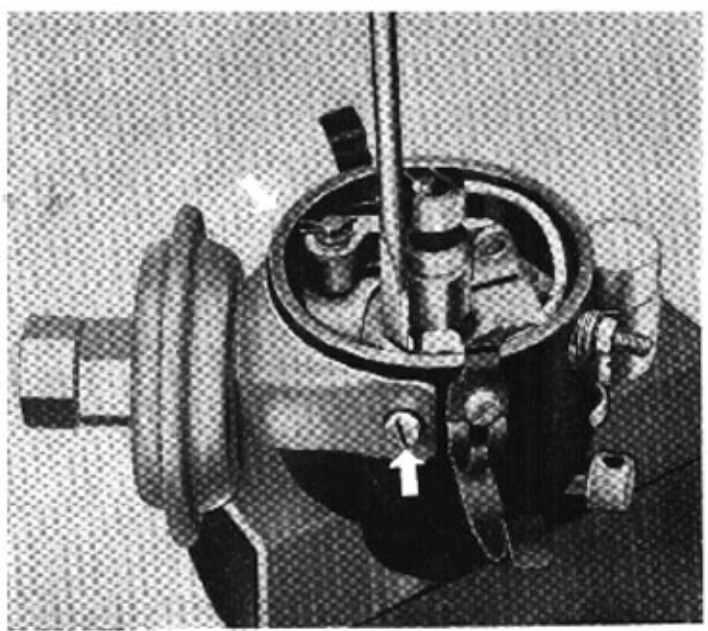

Bild 34-5. Demontering av vakuumregulator
2. Lossa vakuumregulatorn genom att lossa skruvarna enl. bild 34-5 och lyft bort den.